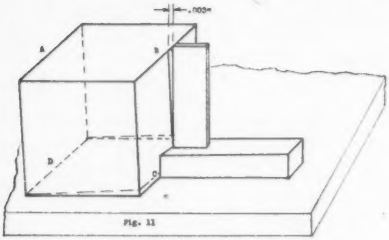

Fig. 11
Where angle plates, square blocks, vises, etc., are not available, the following method is used. See Figs. 11, 12, and 13. Notice that the letters A, B, C, and D represent edges, rather than corners or surfaces; and assume that the block to be squared is roughly a cube, hence its edges are approximately equal in length.
2. Put the block on a surface plate with the side CD down and check with a square along BC. Fig. 11.
4. Observe that material must be removed from CD beginning with .003" at C and tapering to zero at D (see dotted line at the bottom of Fig. 11) in order to close the .003" gap to the square at B. The thickness of the wedge to be removed from the base depends on the relative lengths to the two sides. Here we have assumed they are of equal lengths, hence the stock to be removed equals the width of the gap. If DC were half as long as BC, then only .0015" would need to be removed from the edge C to make that corner square and to close the gap at B.